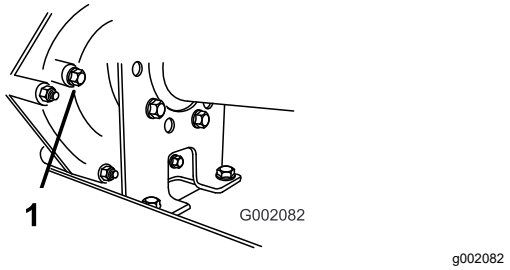

Figur 56
2. Fjern bolten fra niveauindikatorhullet (Figur 56).